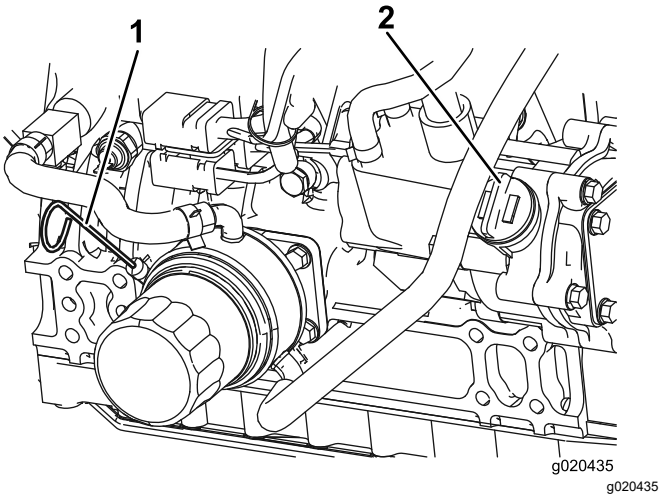

**Рисунок 88**
Уровень масла должен находиться в допустимом интервале (Рисунок 88).
4. Если масло ниже допустимого уровня, снимите крышку маслозаливной горловины (Рисунок 88) и добавляйте масло до тех пор, пока его уровень не достигнет отметки Full (Полный).